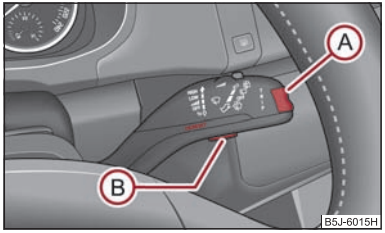

Fig. 20 Information display: Control elements
– You can activate the **MAIN MENU** by pressing the rocker switch (A) ⇒ fig. 20 for more than 1 second.
– You can select individual menu points by means of the rocker switch (A). When the pushbutton (B) is briefly pressed, the information you have selected is displayed.